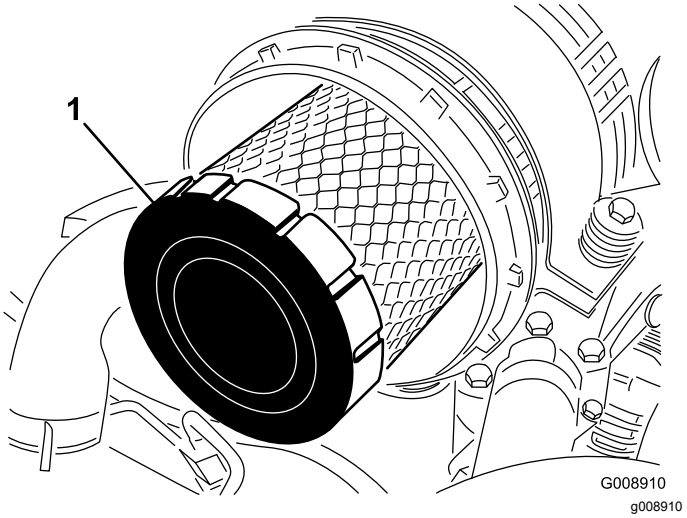

Figur 62
4. Ta bort och byt ut huvudfiltret (Figur 62).